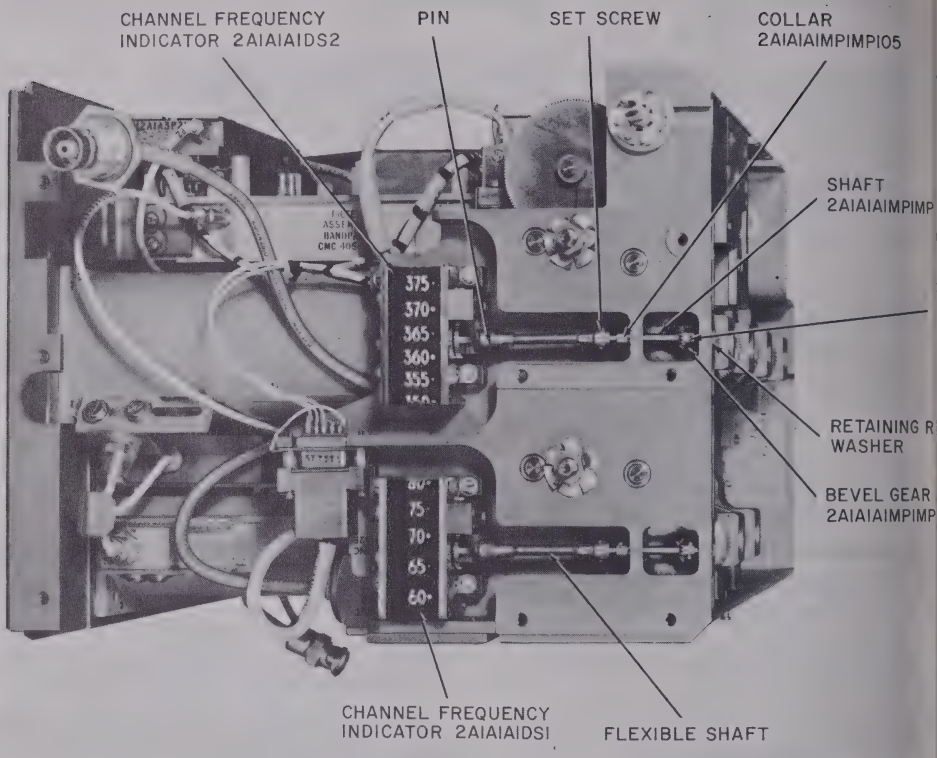

Figure 4-196. Receiver rf head, front view with front panel removed.
(2) Loosen the two set screws that secure the flexible shaft at the coupling end (fig. 4-196).